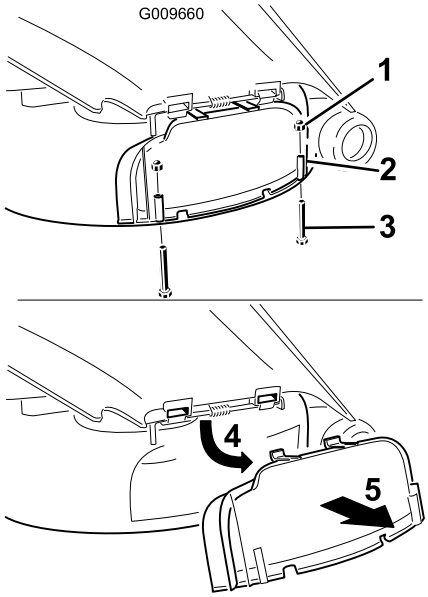

Figuur 26
3. Verwijder de 2 moeren en bouten waarmee de uitworpafsluiter aan de machine is bevestigd (Figuur 26).